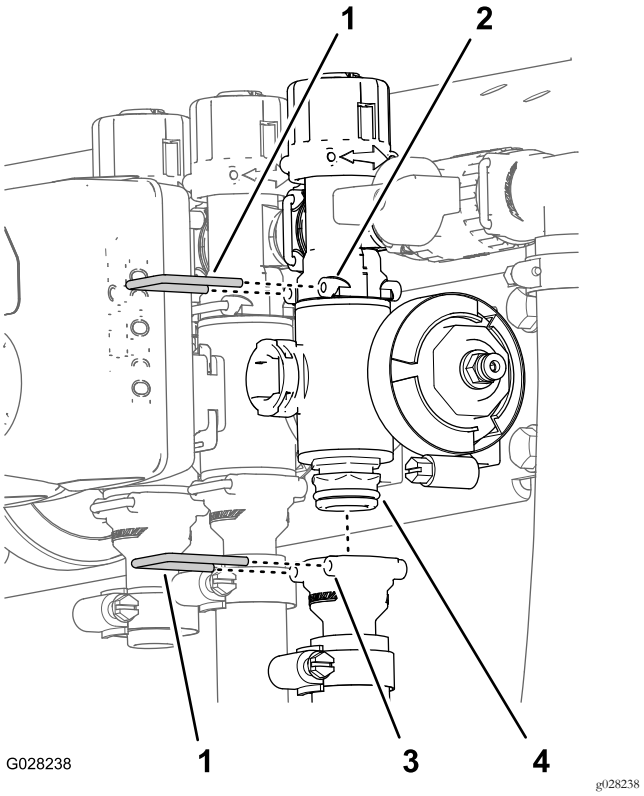

Figuur 137
2. Verwijder de borgclip warmee de spuitboomklepverdeler bevestigd is aan de omloopfitting (Figuur 137).